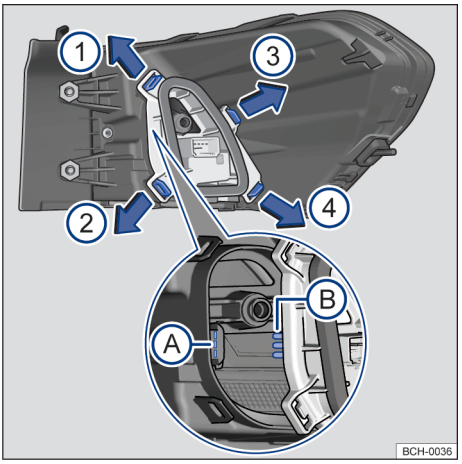

Fig. 162 Lanterna traseira: desinstalar o suporte das lâmpadas
9. Para destravar o suporte das lâmpadas, pressionar cada lingueta de travamento → Fig. 162 no sentido das setas.
15. Instalar o suporte das lâmpadas na lanterna traseira, com atenção no encaixe das lâminas de contato na carcaça → Fig. 162 A e B. As linguetas de travamento devem encaixar de forma audível obedecendo a sequência → Fig. 162 1, 2, 3 e 4.